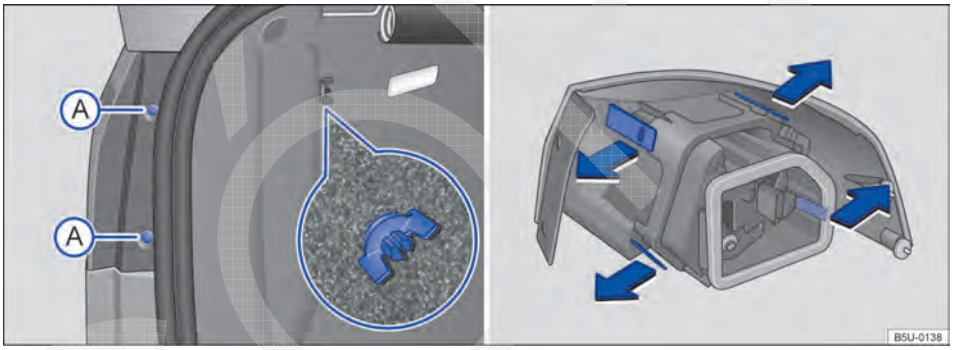

Fig. 173 Na carroceria: remover a lanterna traseira e suporte das lâmpadas.
3.	Remover os parafusos de fixação → Fig. 173 (A).
4.	Soltar o parafuso borboleta → Fig. 173 (lupa) e retirá-lo, segurando, ao mesmo tempo a lanterna traseira.
8. Para destravar o suporte das lâmpadas, pressionar cada lingueta de travamento no sentido das setas → Fig. 173.